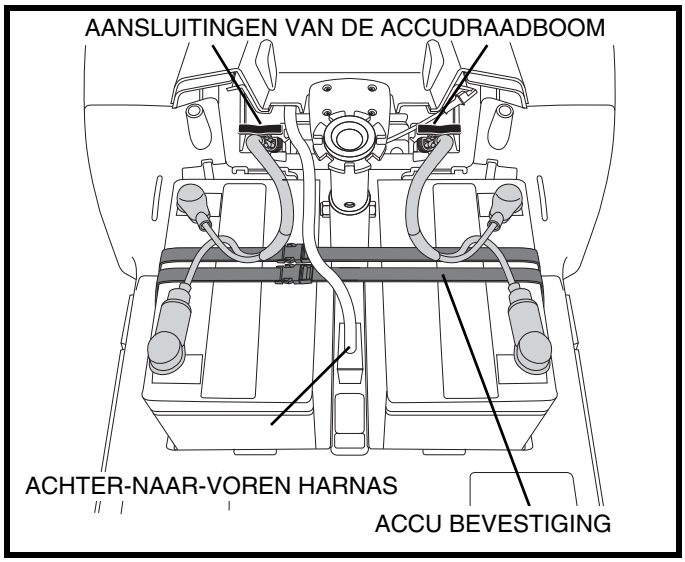

Figuur 24. Harnas Verbindingen
5. Ontkoppel beide accudraadbomen door deze recht omhoog te trekken. **Zie figuur 24**.
8 Sluit beide accudraadbomen aan. **Zie figuur 24**.